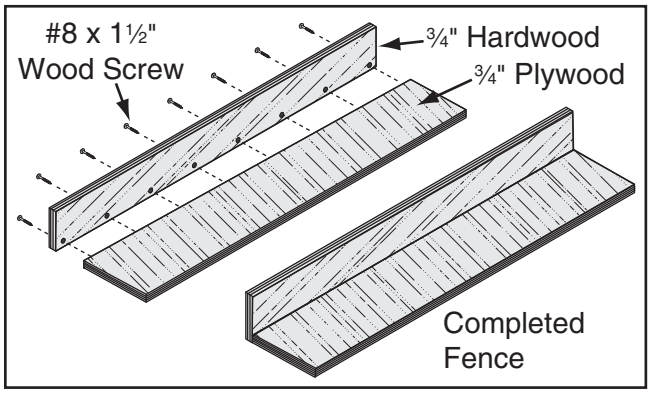

Figure 92. Location of pilot holes.
2. Pre-drill and countersink eight pilot holes ⅜" from bottom of 3" wide board, then secure boards together with eight #8 x 1½" wood screws, as shown in **Figure 92**.